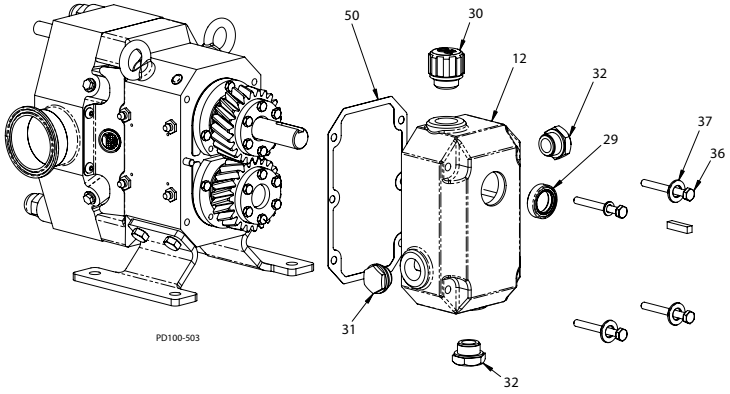

Afbeelding 65 - Installatie tandwielafscherming
1. Druk de afdichting van de drijvende as (Afbeelding 65, item 29) in het boorgat van de tandwielafscherming (item 12).
2. Plaats de pakking (item 50) over de deuvel van de tandwielafscherming.
4. Installeer de kolomschroef (item 36) en de borgschijfjes (item 37) en span deze gelijkmatig aan.
5. Installeer de oliestoppen (item 32) en niveau-aanduiderdop (item 31) op de gepaste plaatsen voor de montagestand van de pomp.
6. Vul met olie en installeer de ontluchtingsdop (item 30). Tabel 13 voorziet olie volgens pompgrootte en montagepositie. Het olieniveau moet tot aan het midden van de niveau-aanduider komen.